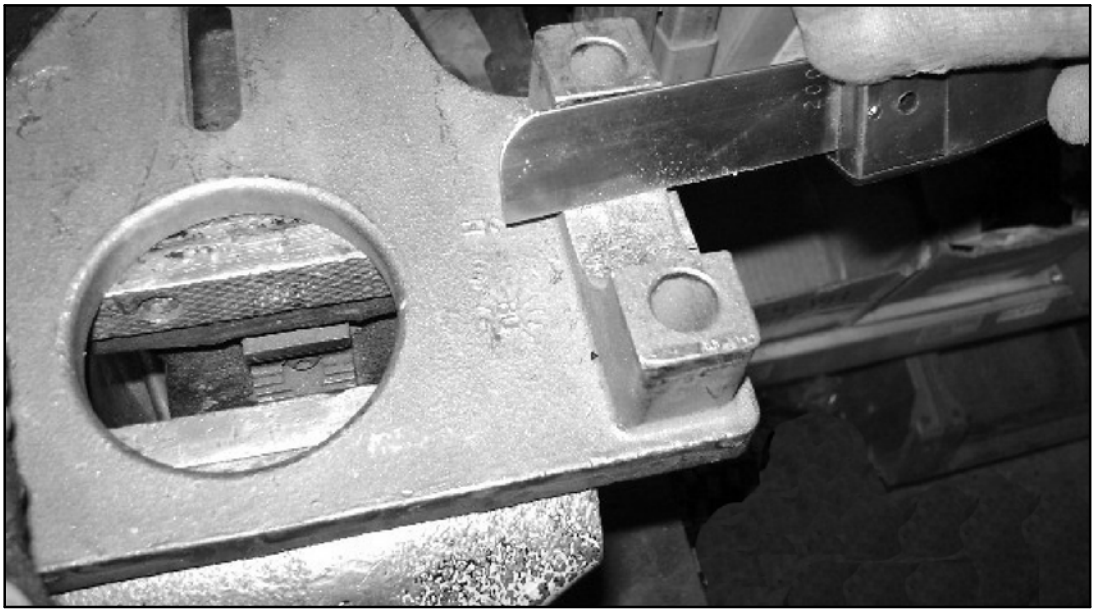

Figure 5. Reference photo.
10. Using a scraper and cloth, remove all traces of graphite coating, paint and grease from the cylinder lock plate casting and the tie rod (refer to Figure 5).